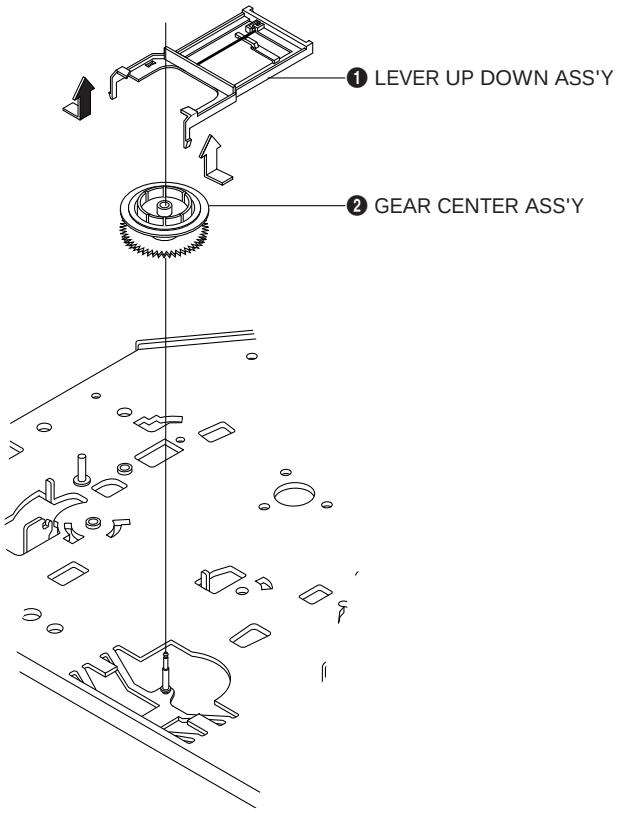

Fig. 1-20 Lever Up Down Ass'y, Gear Center Ass'y Removal
1) Remove the 2 hooks in the direction of arrow as shown Fig. 1-20 and lift the Lever Up Down Ass'y ❶.
2) Lift the Gear Center Ass'y ❷.